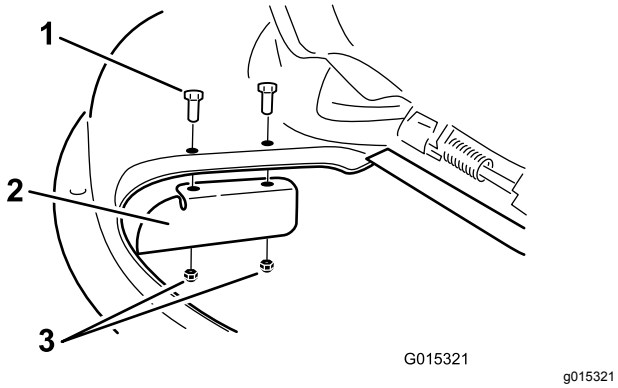

Figur 28
9. Monter græsafskærmningen på plæneklipper-skjoldet (Figur 28).
3. Afmonter græsafskærmningen fra plæneklipperskjoldet (Figur 28).